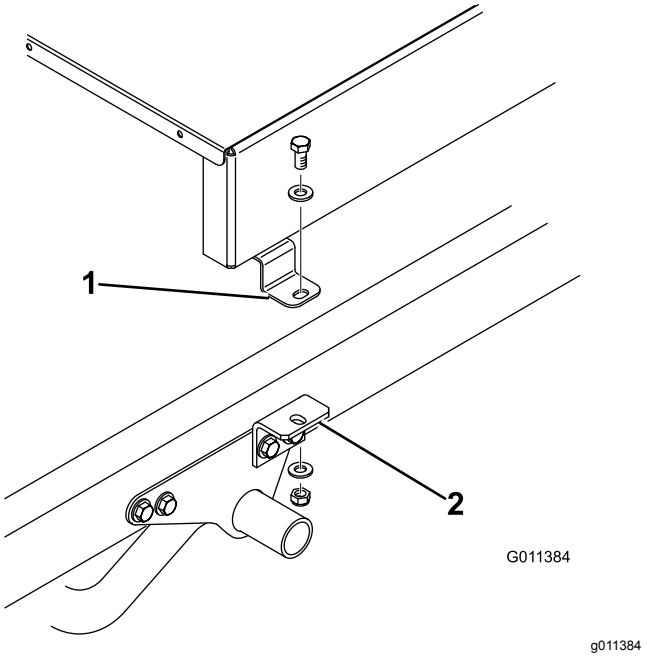
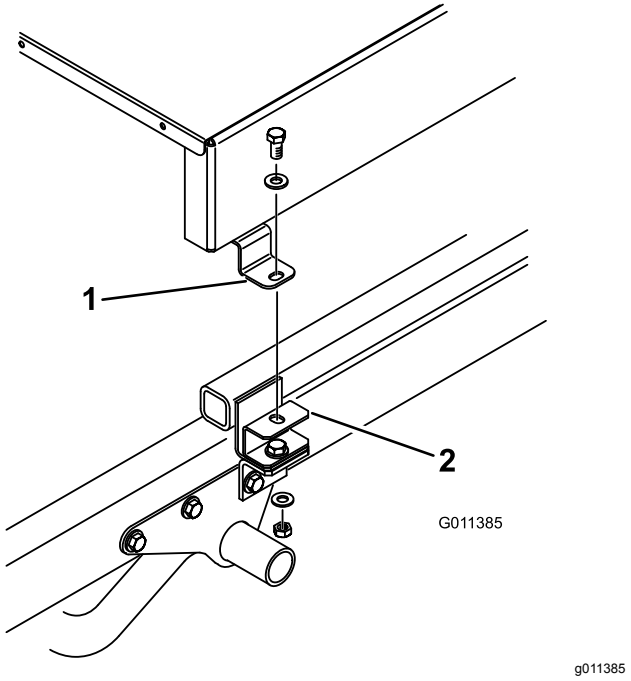

**Figur 9**
**Figur 10**
7. Fest toppen av hver tilbehørsbrakett (Figur 9) eller hvert avstandsstykkefeste (Figur 10) løst på monteringstappen på hver side av overgjødsleren med en hodeskrue (½ x 1 tomme), to flate skiver og låsemuttere. Stram til alle festene.